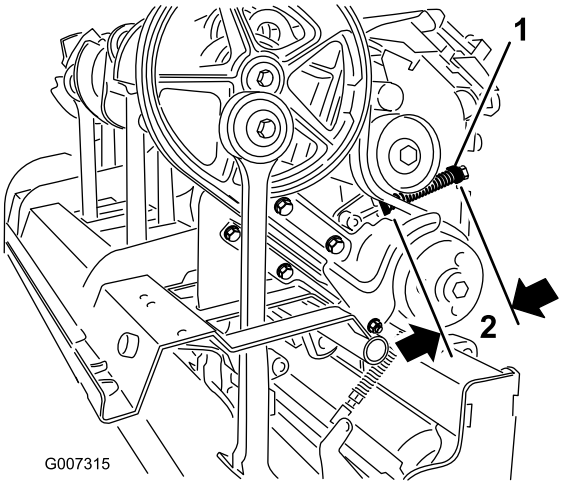

Figur 30
C. Løsne låsemutteren som fester fjærholderen (Figur 30).
D. Juster fjærholderen for å oppnå den nødvendige komprimerte fjærlengden (Figur 30).